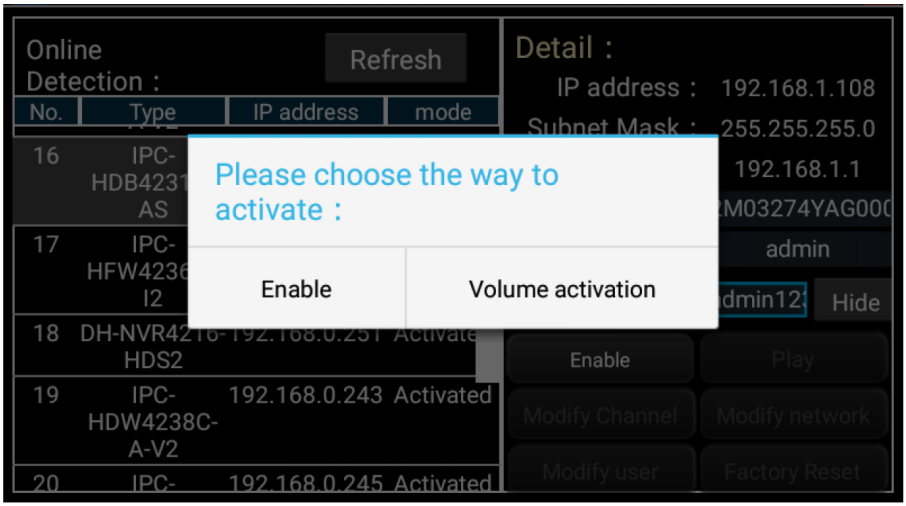

Рис. 180 Активация камер Dahua
2. Активируйте камеру и задайте имя пользователя и пароль (рис. 180, 181)